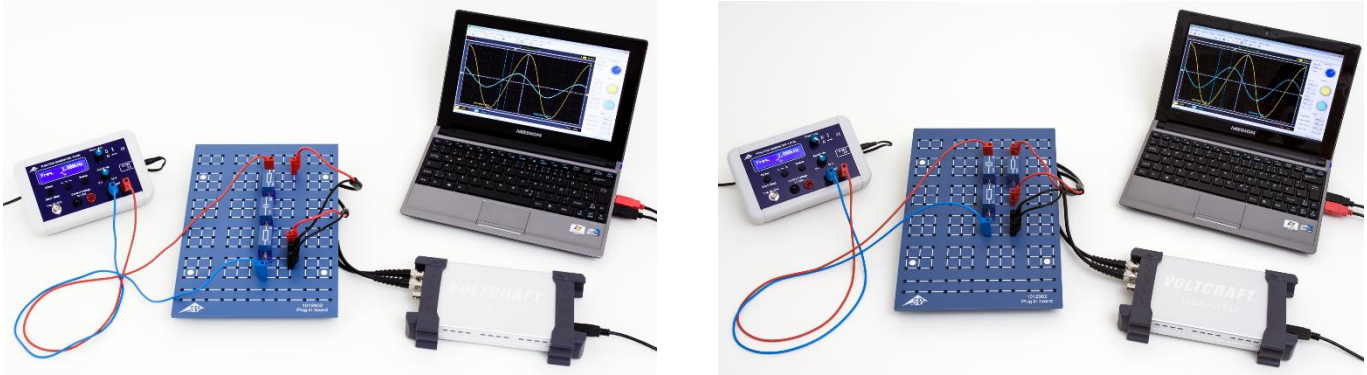
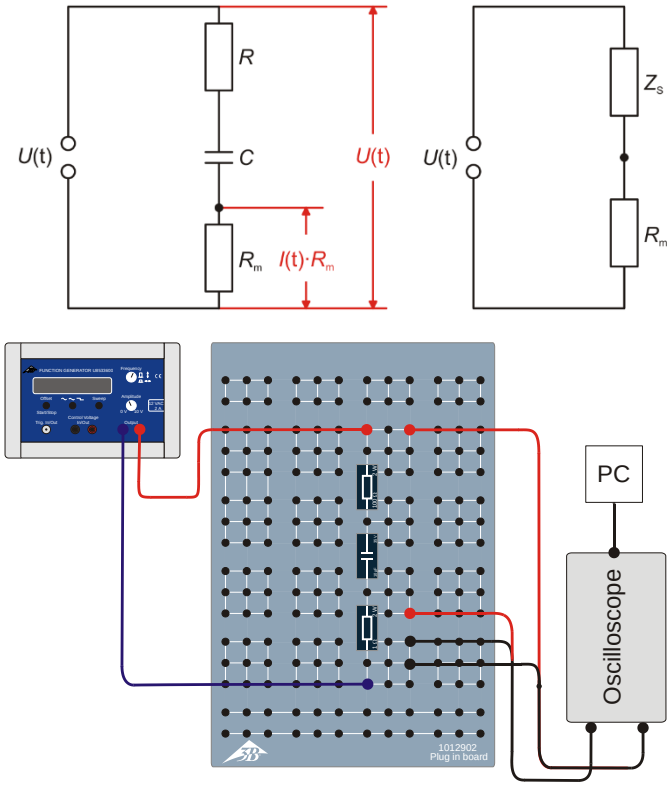
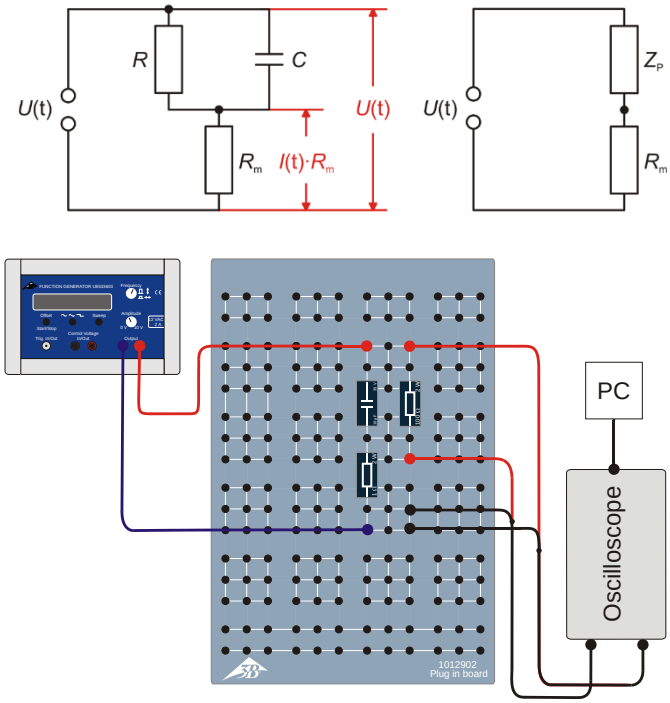

Fig. 1: Messanordnung bei Reihenschaltung (links) und Parallelschaltung (rechts).
Fig. 2: Schaltskizze (oben links), Ersatzschaltbild (oben rechts) und schematische Skizze des Aufbaus (unten) für die Reihenschaltung.
Fig. 3: Schaltskizze (oben links), Ersatzschaltbild (oben rechts) und schematische Skizze des Aufbaus (unten) für die Parallelschaltung.
Dieser Strom wird im Experiment aus dem Spannungsabfall $U_m(t)$ über einem Arbeitswiderstand R_m bestimmt (Fig. 2, 3), der so dimensioniert ist, dass $U_{m0} << U_0$, d.h. die angelegte Spannung fast vollständig über Z_S bzw. Z_P abfällt. Der so bestimmte Strom fließt sowohl durch Z_S als auch durch Z_P, da beide Widerstände in Reihe zu R_m geschaltet sind (siehe die Ersatzschaltbilder in Fig. 2, 3). Wegen $U_m(t) = I(t) \cdot R_m$ spiegelt der zeitliche Verlauf $U_m(t)$ also den zeitlichen Verlauf $I(t)$ des Stroms wider.
- Die Messanordnung für die Reihenschaltung (Fig. 1, links) gemäß der Schaltskizze (Fig. 2) mit R_m =1 Ω, R =100 Ω und C = 10 µF aufbauen.
- Die Messanordnung für die Parallelschaltung (Fig. 1, rechts) gemäß der Schaltskizze (Fig. 3) mit R_m =1 Ω, R =100 Ω und C = 10 µF aufbauen.